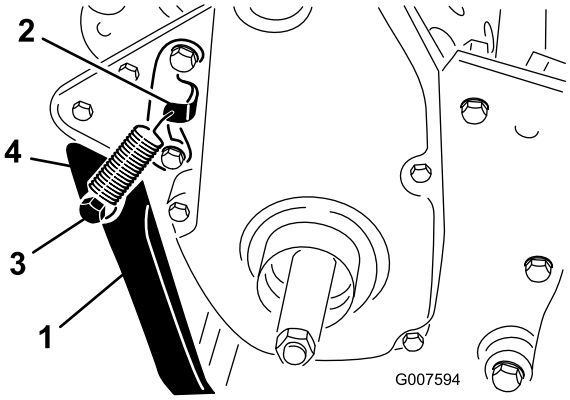

**Figuur 6**
2. Bevestig de veer in de opening in de veerbeugel en op de veersteun terwijl u de kick-standaard recht voor de montageopeningen in het achterframe houdt (Figuur 6).
3. Bevestig de kick-standaard aan beide zijden van het frame met een bout, borgring, afstandstuk, platte ring en borgmoer (Figuur 6) Het afstandstuk moet worden geplaatst in het montageopening van de kickstandaard.